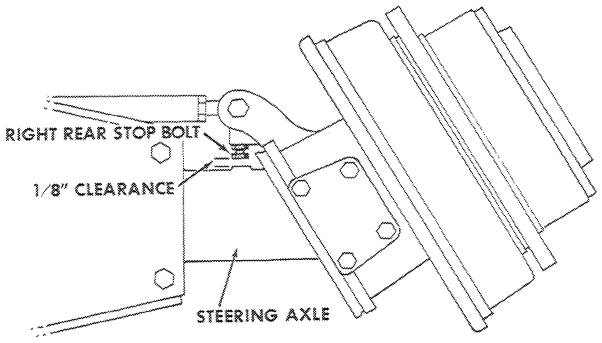

Figure G-2
2. Turn the steering wheel to the right until 1/8" is obtained between the right rear steering stop bolt and the axle, Figure G-2.